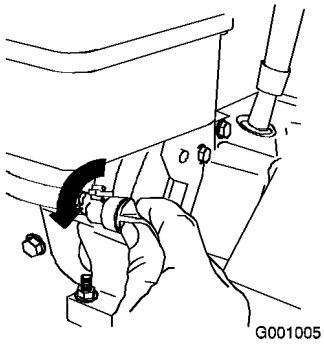

Figur 20
3. Drei drivstoffavstengningsventilen mot klokken for å åpne den (Figur 20).